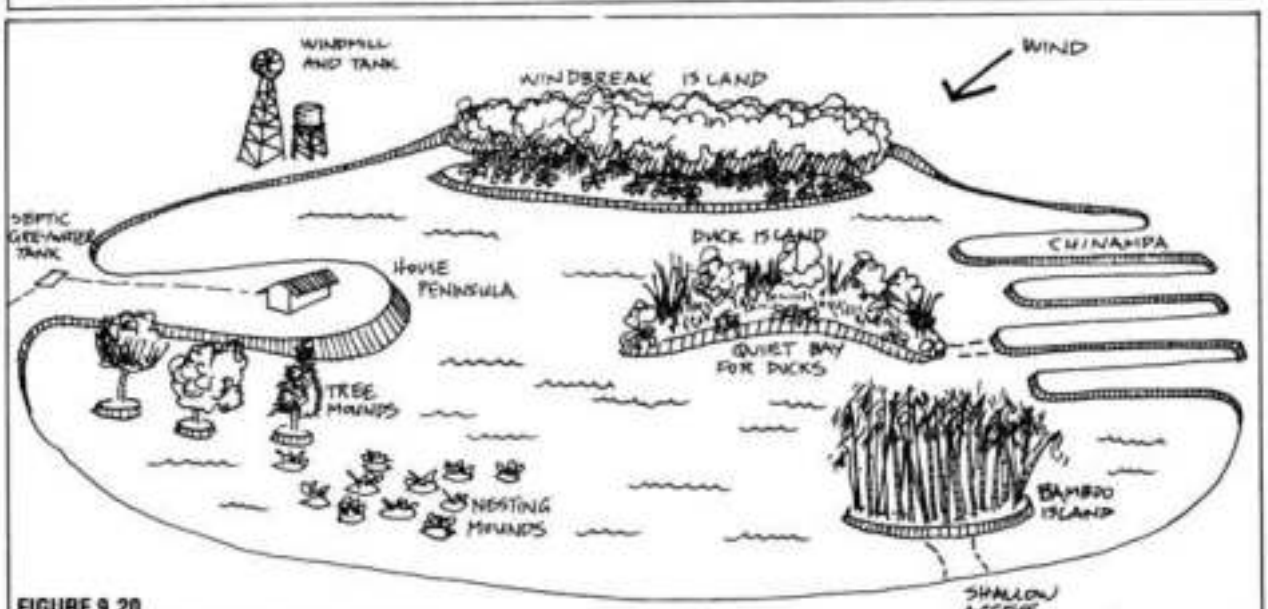

FIGURE 9.20
6. TRACKS AND PLANT SITES IN MARSHES. Earthbanks, islands, and mounds in marshes give multiple opportunities to access and place trees and structures. Mounds in ponds isolate useful but rampagious species such as thorny blackberries and runner bamboo, while banks allow foot or vehicle access across and into marshes to place and service duck nest boxes, to harvest fruit and vine, and to attend to fish ponds (**Figure 9.20**).